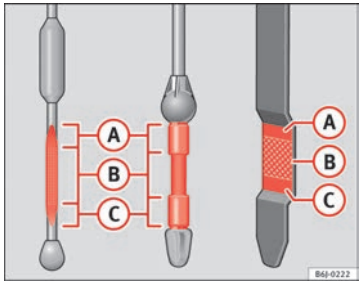

Fig. 144 Engine oil dipstick
– Then pull it out once more and check the oil level ⇒ fig. 144. Top up with engine oil if necessary.